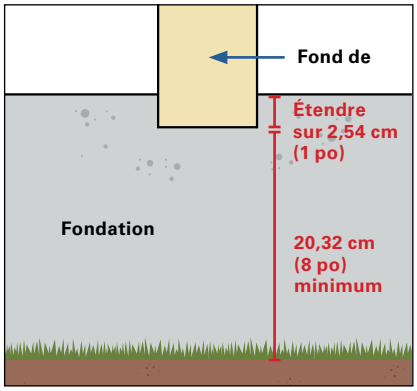

Fig. 5
- Veillez à étendre le fond de clouage afin qu'il chevauche la fondation d'au moins 2,54 cm (1 po *(Voir la figure 5)*